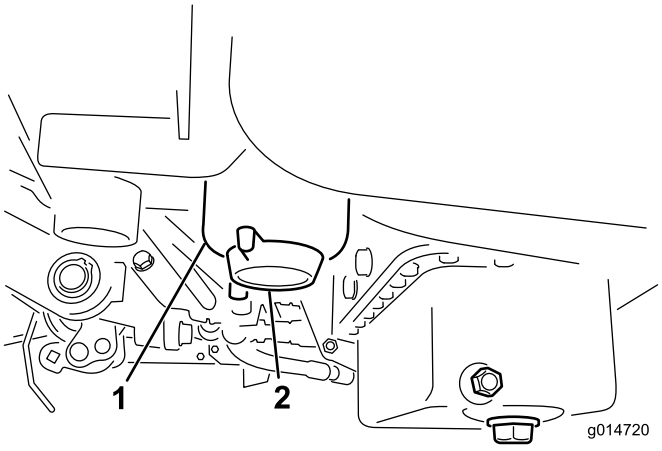

Figur 33
3. Öppna avtappningspluggen på bränslefiltret cirka ett varv och töm ut eventuellt ansamlat vatten (Figur 33). Dra åt pluggen efter tömningen.